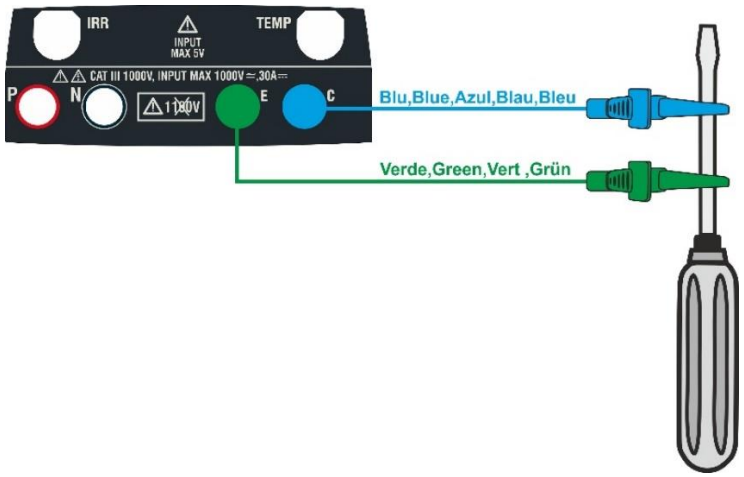

Abb. 5: Kompensation des Widerstands der Messkabel
3. Verbinden Sie die Messkabel, wie in der Abb. 5 gezeigt.